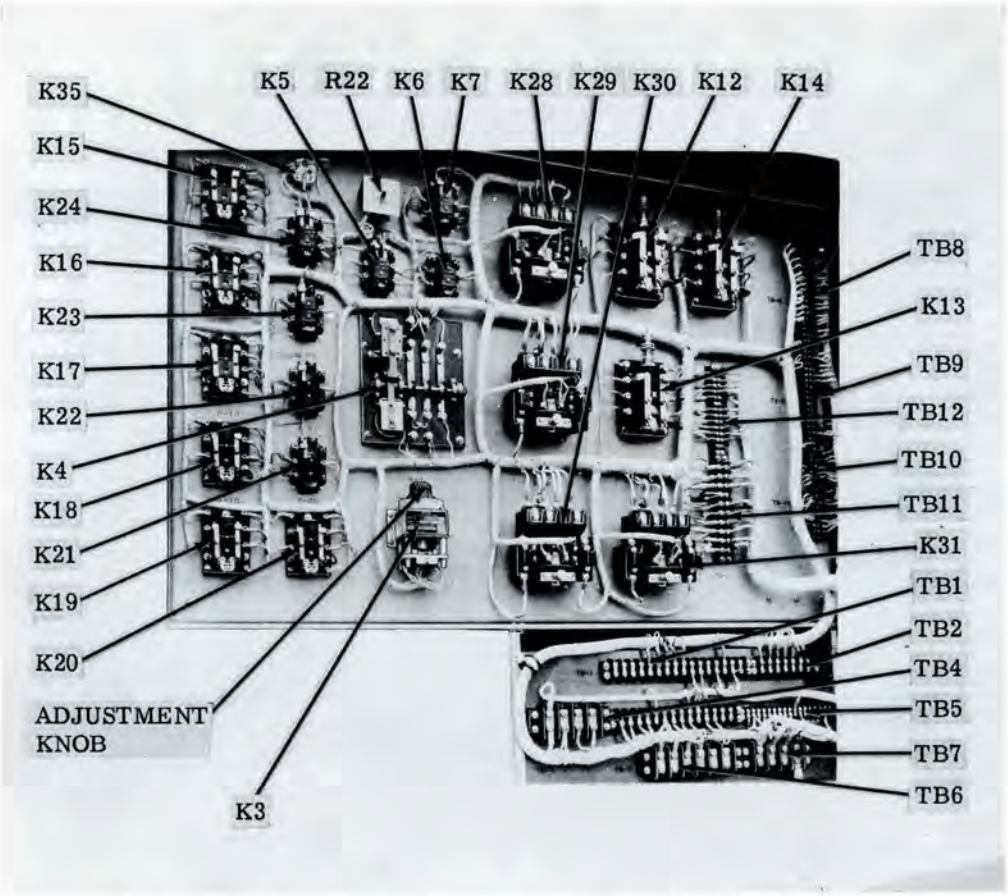

Figure 6-1. Control Panel, Left Cabinet Section, Left Side Interior View
b. LOW-VOLTAGE ALARM ADJUSTMENT. - The only adjustment required for the low-voltage alarm circuit is to set R22 (figure 6-1) to 2,200 ohms. Use the resistance scale of the multimeter for this adjustment.
(1) Perform operating steps 1 through 8 in table 3-2.